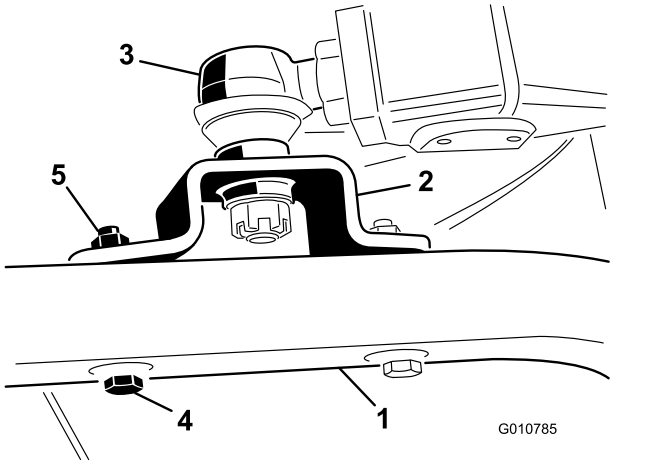

**Figur 7**
4. Fastgør kugleledsbeslagene til hver styrehjulsarm med 2 maskinskruer (7/16 x 3 tommer) og flangemøtrikker (7/16 tommer) (Figur 7).
5. Stram den store kontramøtrik, der fastholder kugleleddet til løftearmen (Figur 7).